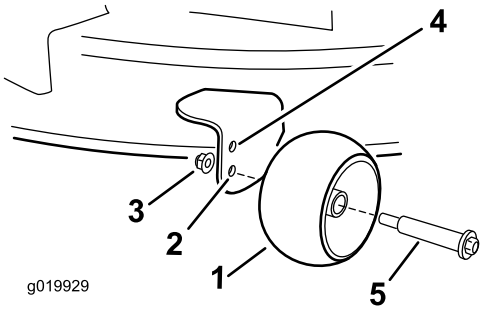

Figur 20
- Øverste hul – brug denne position med plæneklipperskjoldet i positionerne 63 mm og under klippehøjden (Figur 20).
- Nederste hul – brug denne position med plæneklipperskjoldet i positionerne 7 mm og over klippehøjden (Figur 20).